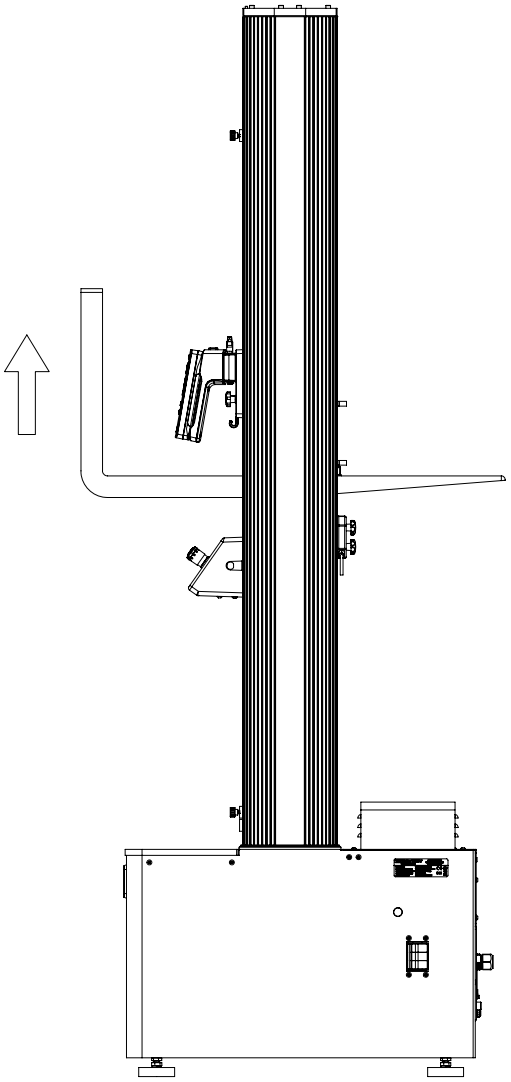

Figura 23. Sollevamento del telaio dalla traversa
1. Usando un carrello elevatore a forche imbottite o con un materiale di protezione intorno alla traversa, inserire con cautela le forche sotto la traversa, tra le colonne. Vedere Figura 23 a pagina 81.